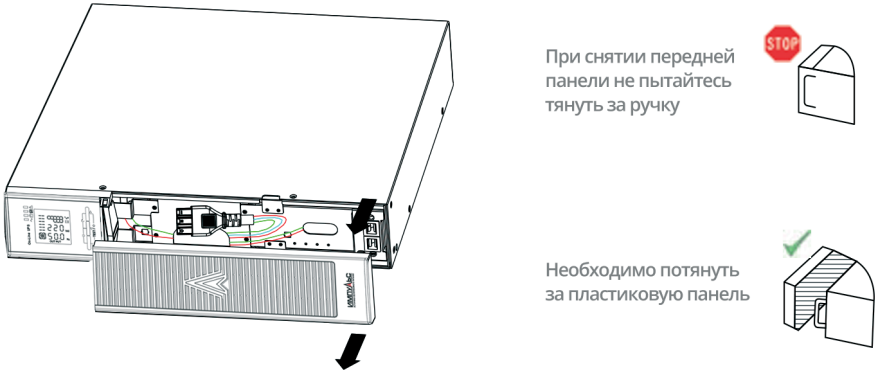

Рис. 1 Снятие лицевой панели батарейного модуля и ИБП
1. Снимите лицевые панели каждого батарейного модуля и ИБП (см. рисунок 1 ниже) Нажмите на боковые стороны лицевой панели со стороны ЖК-дисплея, возьмитесь за другую сторону и быстро выньте ее, после этого отсоедините сторону, где расположен ЖК-дисплей как показано на рисунке 1.